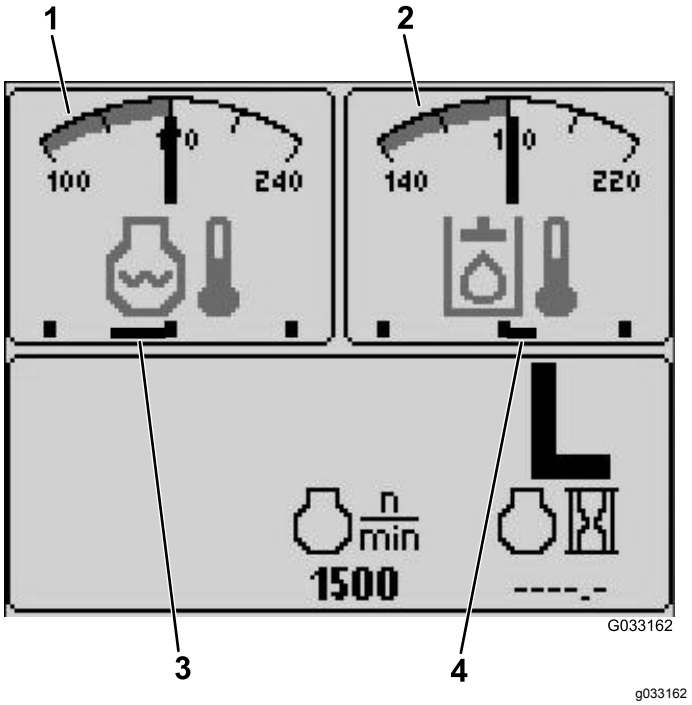

**Figur 18**
- Indikator för hydraulvätsketemperatur och fläkt – övre, högra skärmen (Figur 18)
**Obs:** I exempel Figur 18 körs hydraulsystemets kylfläktar med 25 % hastighet i framåtriktningen.
- Indikator för motorns kylvätsketemperatur och fläktar – övre, vänstra skärmen (Figur 18)
**Obs:** I exempel Figur 18 körs motorns kylarfläktar med 50 % hastighet i backriktningen.
Fläktriktning visas också på skärmen för motorns kylvätsketemperatur och på skärmen för hydraulvätsketemperatur. Om strecket är till höger om mittpunkten körs fläktarna i framåtriktningen. Om strecket är till vänster om mittpunkten körs fläktarna i backriktningen (Figur 18).
Denna display visar hydraulvätskans temperatur och kylfläktens status (Figur 18).
Displayen visar motorns kylvätsketemperatur och kylfläktens status (Figur 18).